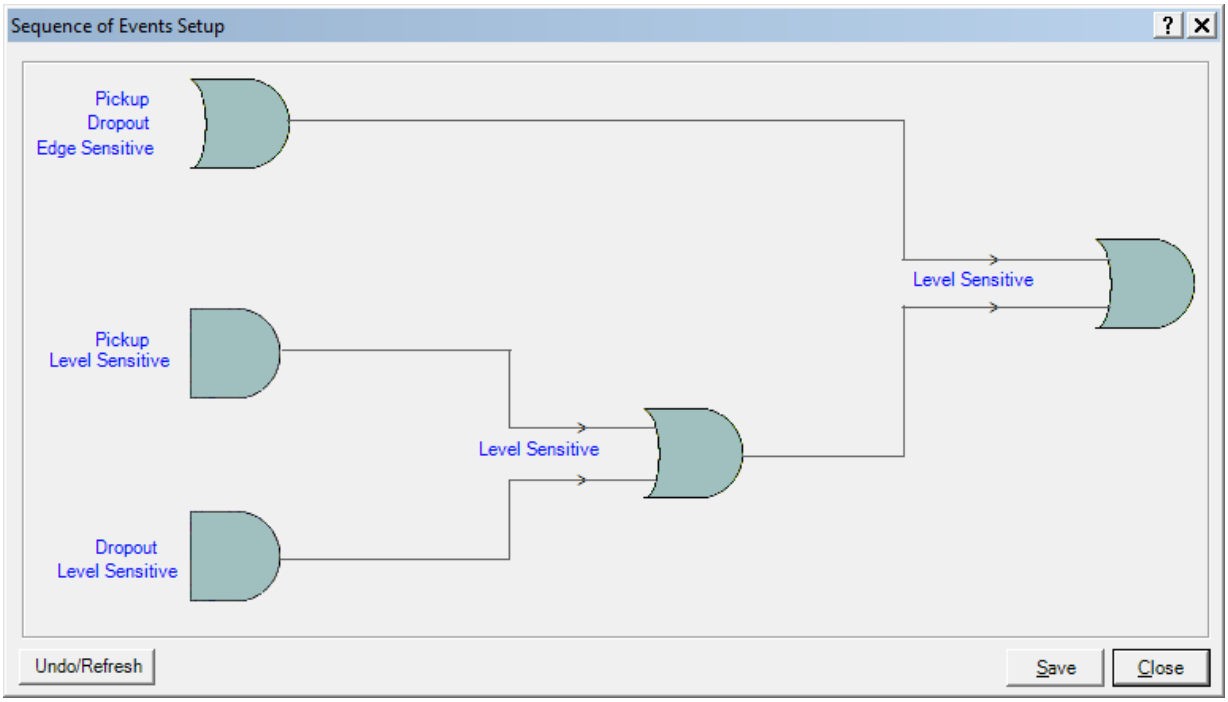
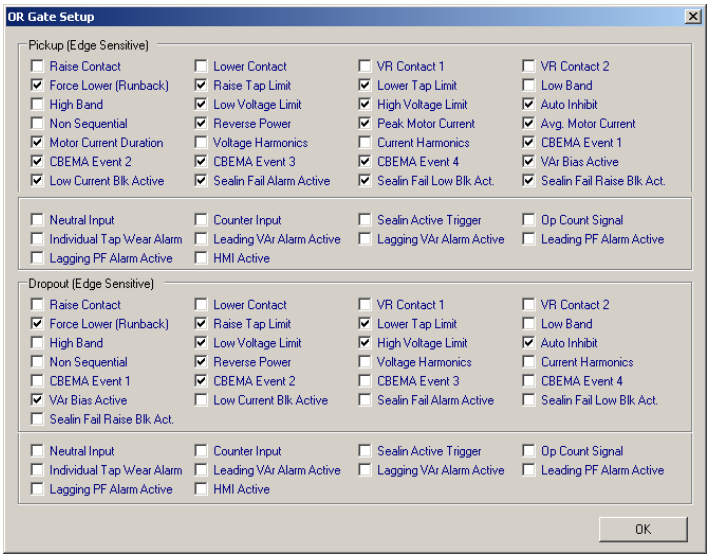
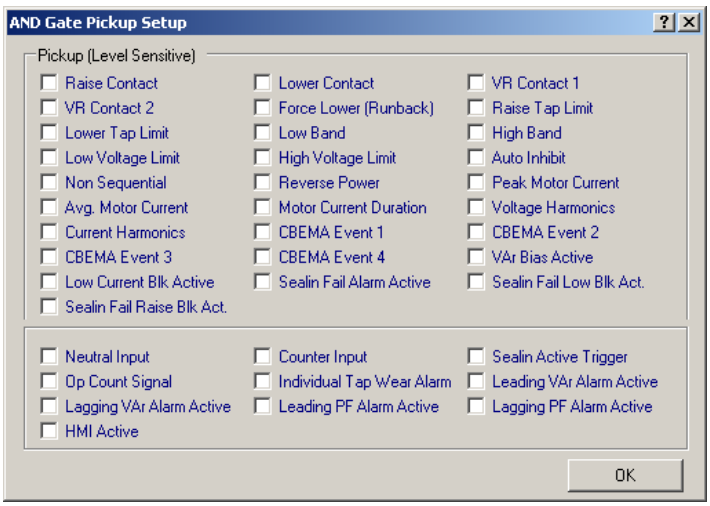

Figure 4-12 Sequence of Events Setup Dialog Screen
Figure 4-13 Sequence of Events Pickup/Dropout Edge Sensitive OR Gate Setup Dialog Screen
Figure 4-14 Sequence of Events Pickup Level Sensitive AND Gate Pickup Setup Dialog Screen
1. From the TapTalk Main Screen menu select **Setup/Sequence of Events/Setup**. TapTalk will display the Sequence of Events Setup dialog screen (Figure 4-12).
2. If an "OR" type trigger logic is desired, then select "Pickup Dropout Edge Sensitive" in Figure 4-12. TapTalk will display the "OR gate setup" dialog screen (Figure 4-13).
3. If an "AND" type trigger logic is desired, then select the AND "Pickup" or "Dropout" in Figure 4-13. TapTalk will display the "AND gate setup" dialog screen (Figures 4-14 and 4-15).